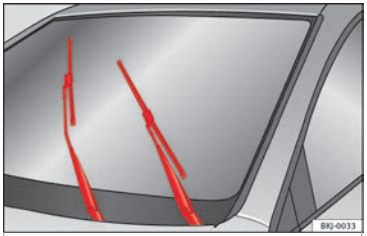

Fig. 89 Wipers in service position.
- Turn the ignition on and off and then (within approximately 9 seconds) push the windscreen wiper lever down (short wipe). The windscreen wipers will move to the service position ››› Fig. 89.